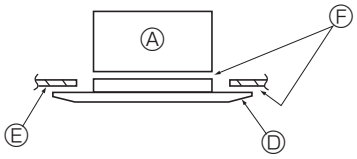

Fig. 10-7
* Kontrollér, at der ikke er afstand mellem hovedenheden og panelet eller panelet og loftet. (Fig. 10-7)